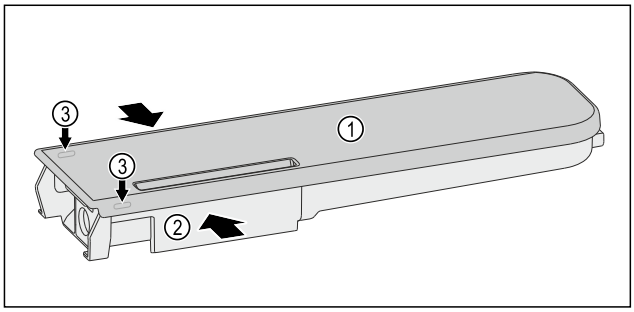

Fig. 171
▶ Squeeze the water tank *Fig. 171 (2)* and carefully lever the cover *Fig. 171 (1)* over the latches *Fig. 171 (3)* pull it up.
▶ Slightly move the cover *Fig. 171 (1)* back and forth and remove it from the top.